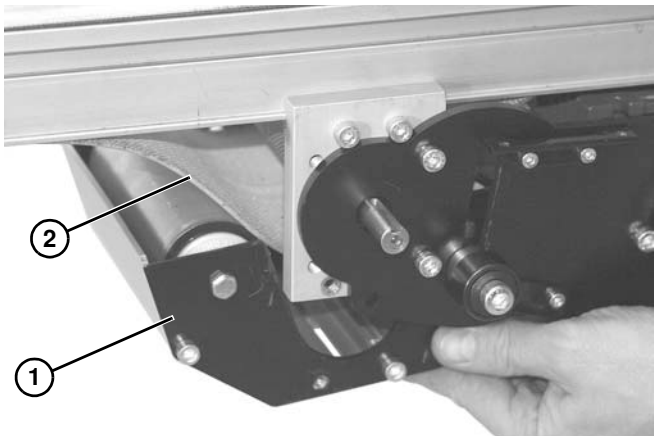

Abbildung 43
3. Untergurtantriebsbaugruppe **(Abbildung 43, Teil 1)** absenken und vom Band **(Abbildung 43, Teil 2)** abnehmen.